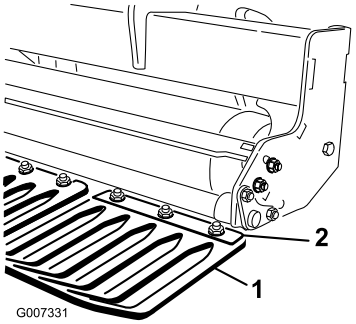

Figuur 14
1. Maak de moeren los waarmee de klemmen van grasmatbeschermers vast zitten op de werktuigbalk voor grasmatbeschermers (Figuur 14).